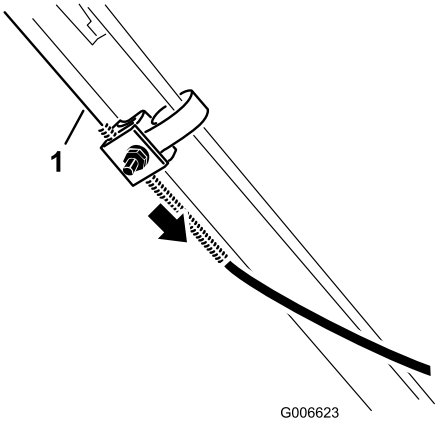

Figura 30
6. Abbassate la guaina del cavo (verso il tosaerba) per eliminare l'imbando del cavo (Figura 30).